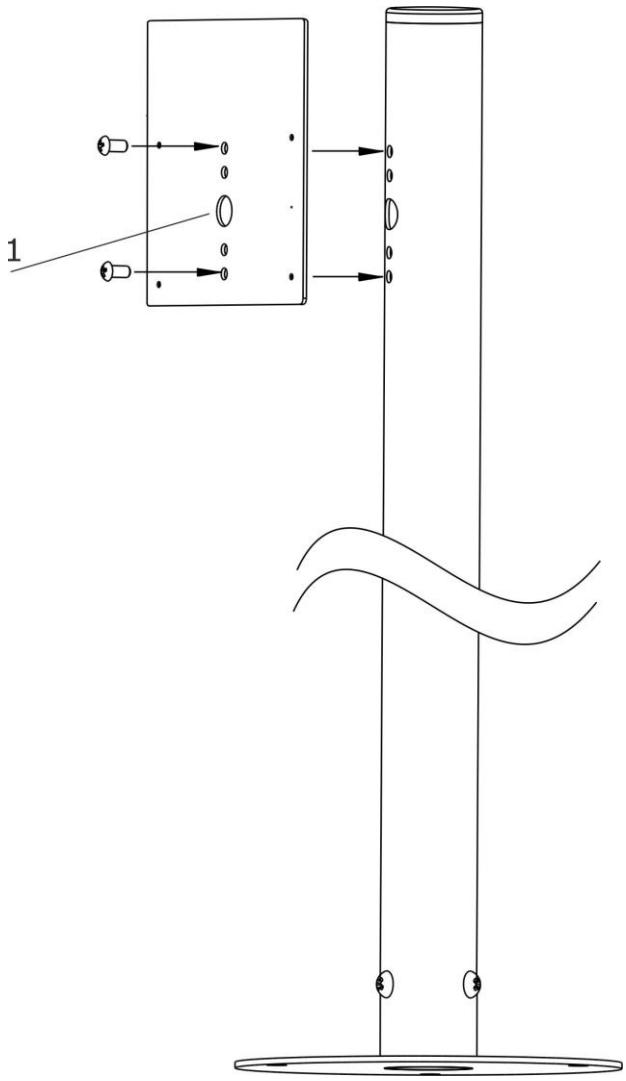

Рисунок 7. Крепление пластины к трубе
4. Закрепить пластину на трубе с помощью 2-х винтов М6х12, входящих в комплект поставки, пропустив провода линии связи через монтажное отверстие в пластине (**рис.7, поз.1**).